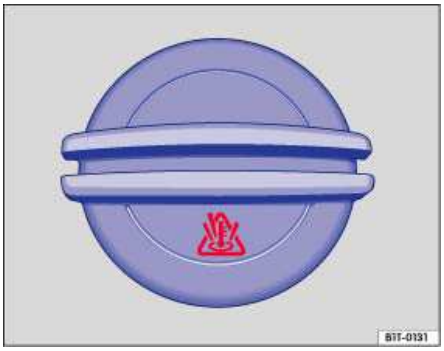

Fig. 143 Coolant expansion tank cap in the engine compartment.
- There is a symbol on the cap of the engine coolant expansion tank ⇒ fig. 143.